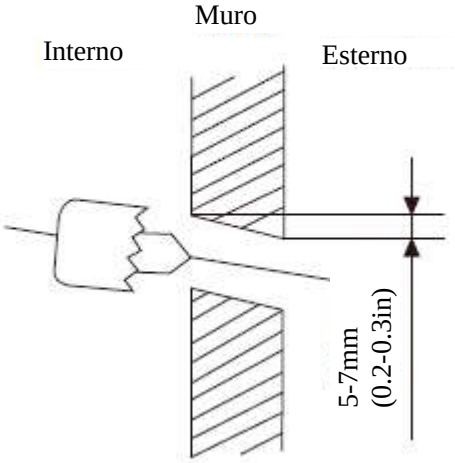

Fig. 3.2
2. Usa una carotatrice di 65 mm (2.5 in), fare un foro nel muro. Assicurati che il foro sia angolato leggermente verso il basso così che l'estremità esterna del buco sia più bassa dell'estremità interna di circa 5 mm o 7 mm (0.2-0.275 in). Ciò garantirà un corretto drenaggio dell'acqua. (Vedi Fig. 3.2)